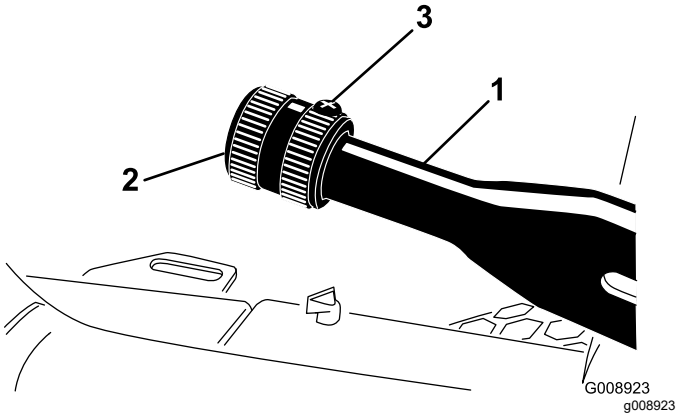

Rysunek 83
2. Poluzuj śrubę ustalającą mocującą gałkę do dźwigni hamulca postojowego (Rysunek 83).